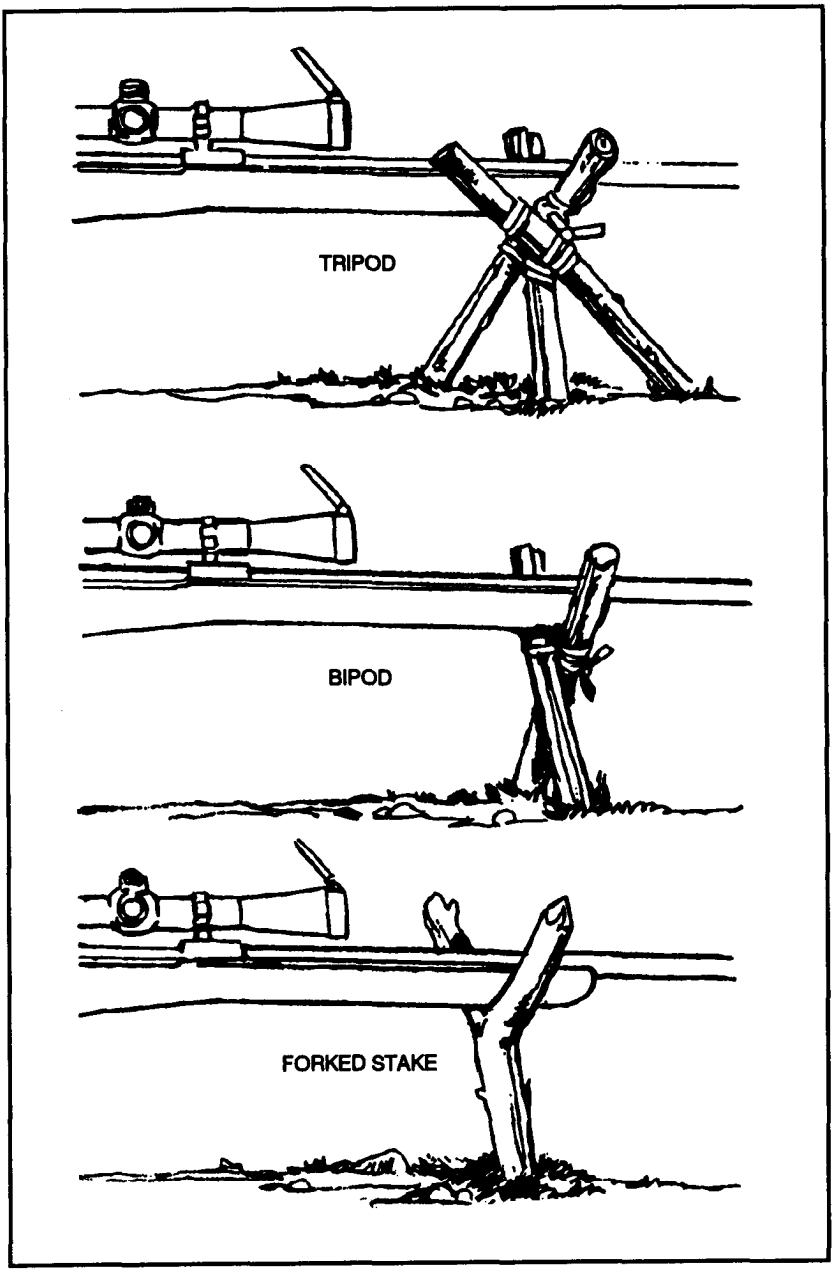

Figure 3-12. Field-expedient tripod, bipod, and forked stake.
(4) ***Tripod.*** The sniper can build a field-expedient tripod (Figure 3-12) by tying together three 12-inch long sticks (one thicker than the others) with 550 cord or the equivalent. When tying the sticks, he wraps the cord at the center point and leaves enough slack to fold the legs out into a triangular base. Then, he places the fore-end of the weapon between the three uprights.
(5) ***Bipod.*** The sniper can build a field-expedient bipod (Figure 3-12) by tying together two 12-inch sticks, thick enough to support the weight of the weapon. Using 550 cord or the equivalent, he ties the sticks at the center point, leaving enough slack to fold them out in a scissor-like manner. He then places the weapon between the two uprights. The bipod is not as stable as other field-expedient items, and it should be used only in the absence of other techniques.
(6) ***Forked stake.*** The tactical situation determines the use of the forked stake. Unless the sniper can drive a forked stake into the ground, this is the least desirable of the techniques; that is, he must use his nonfiring hand to hold the stake in an upright position (Figure 3-12). Delivering long-range precision fire is a near-impossibility due to the unsteadiness of the position.